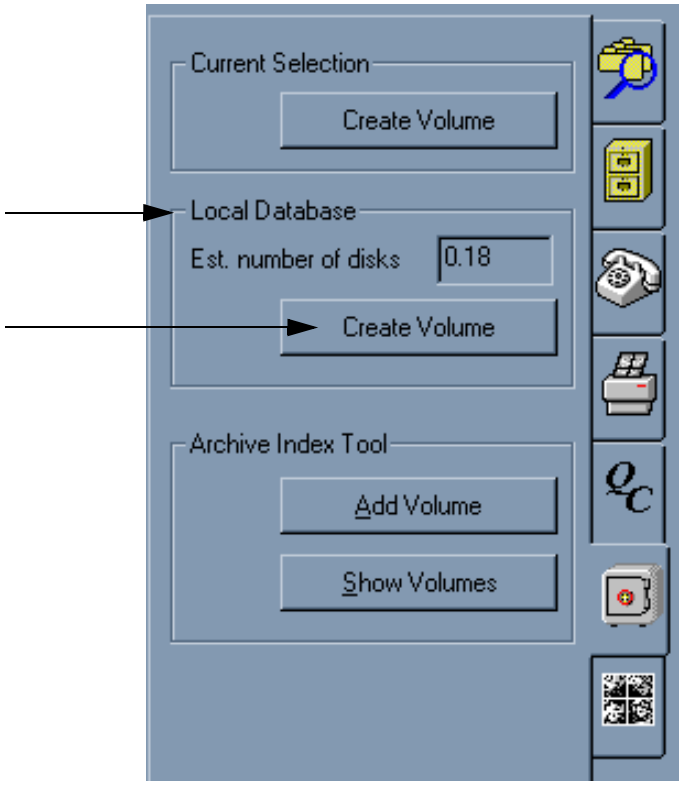

Figure 4-26 Create Volume (Tool tab)
a.) by clicking the **Local Database** > **Create Volume** button on the Archive tab to the right of the Data Selector (See Figure 4-26)